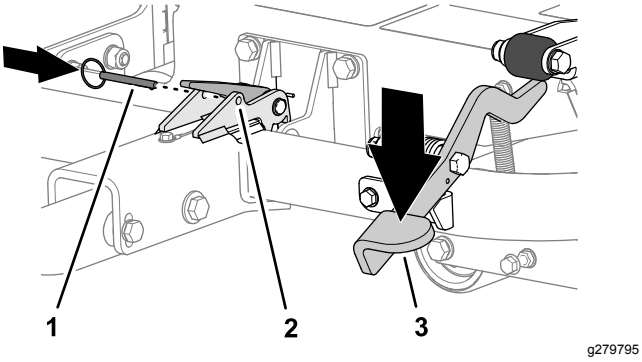

Figura 19
3. Pise o pedal do engate até o engate ficar bloqueado no lugar (Figura 19).
4. Insira o pino de bloqueio através dos furos do trinco (Figura 19).